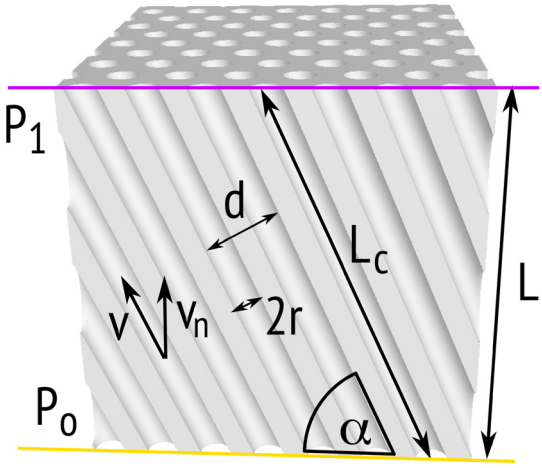

Figure 43-25: Example of a capillary data set
where *L* is the height of the sample and P_1 and P_0 are the pressures applied at the top and bottom faces, respectively (see Figure 43-25: *Example of a capillary data set*). Substituting (1) and (2) into (3) and canceling terms yields
The effective thermal conductivity was calculated for gratings of inclined parallel capillaries, where the capillaries had a conductivity of D and the inter-capillary space was completely non-conducting. The artificial data sets had a dimension of 147³ voxels. The capillaries were aligned in a hexagonal packing with radius r and inter-capillary spacing $3r$. Figure 43-25: *Example of a capillary data set* on page 807 shows a 3D rendering of one of the data sets with annotated geometry. The computed effective thermal conductivity was compared to theory, as follows: